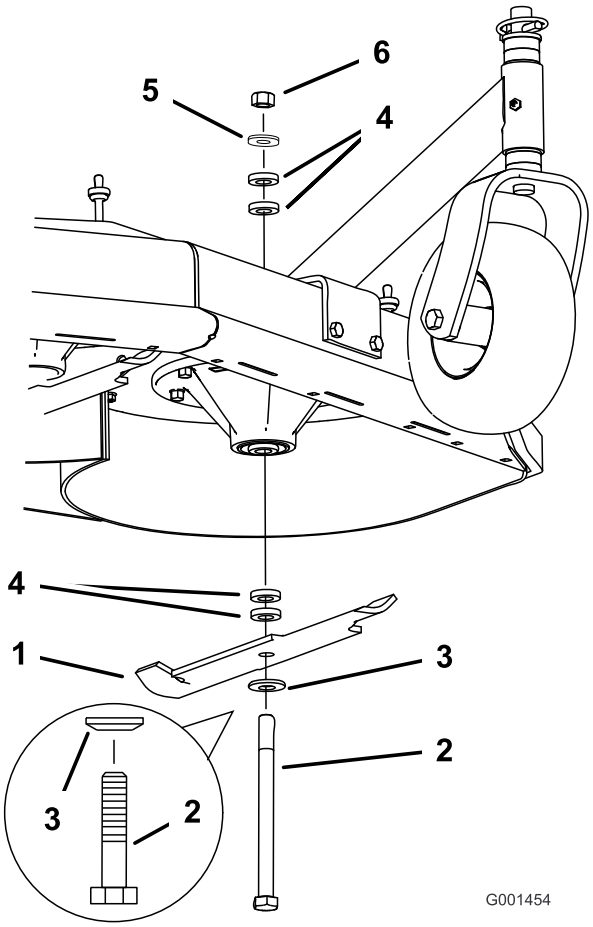

Figura 56
2. Retire la tuerca, el perno de la cuchilla, la arandela curva, la cuchilla, los espaciadores, y la arandela fina del eje (Figura 56).
1. Instale el perno, la arandela curva y la cuchilla. Seleccione el número correcto de espaciadores para la altura de corte deseada, e introduzca el perno en el eje (Figura 56).
2. Instale los espaciadores restantes, en su caso, y sujételos con una arandela fina y una tuerca (Figura 56).